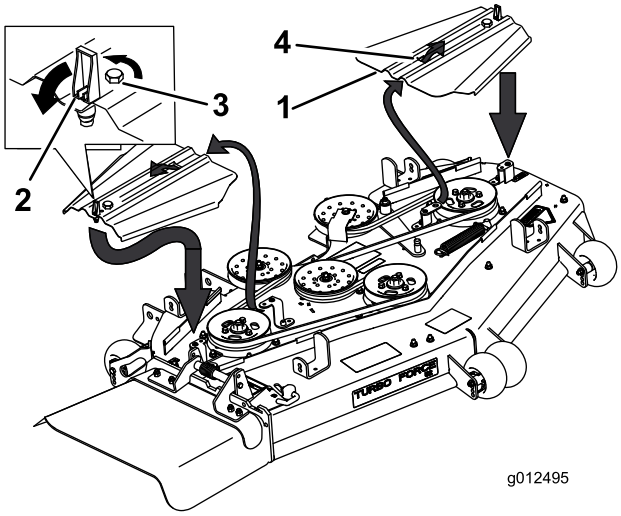

Figur 67
3. Ta bort remkåporna och bultarna som fäster dem (Figur 67).
9. Montera remkåporna genom att föra in kåpan i tappen, dra åt bultarna och låsa spärrhakarna (Figur 67).